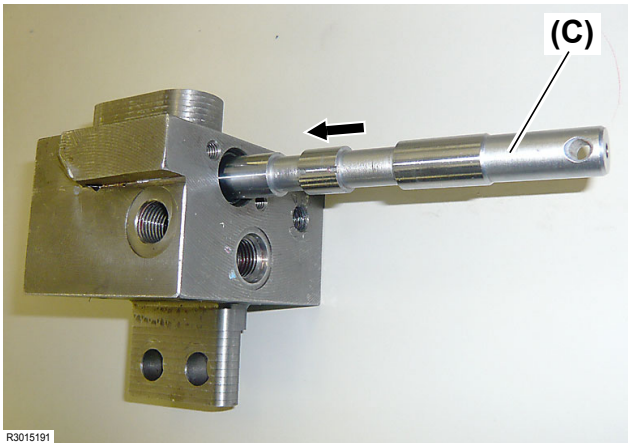

Fig. 26
●Make sure to assemble from the arrow direction shown in the photo **(Fig. 26)**. Failure to do so makes the step of the main spool **(Fig. 26, (C))** damage the O-ring (14-B) inside the control valve, resulting in oil leakage.